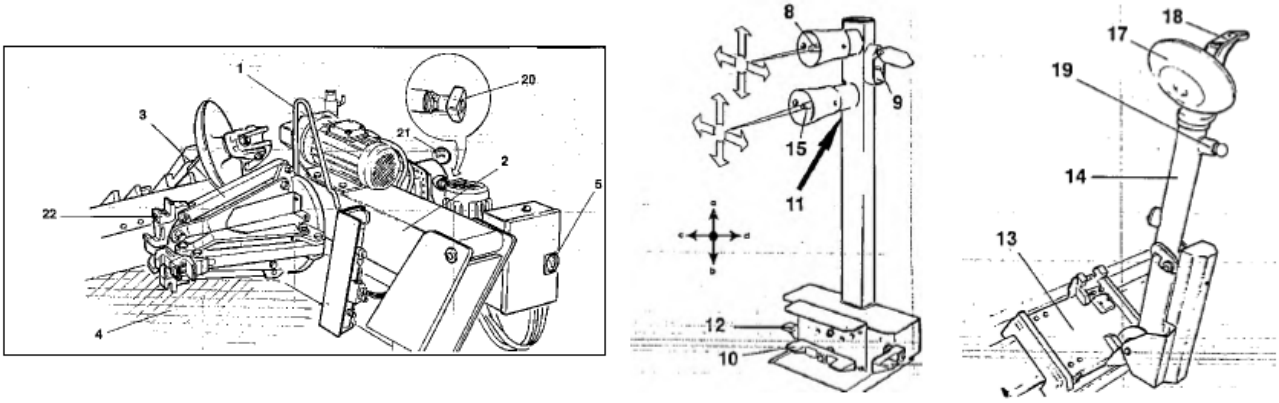
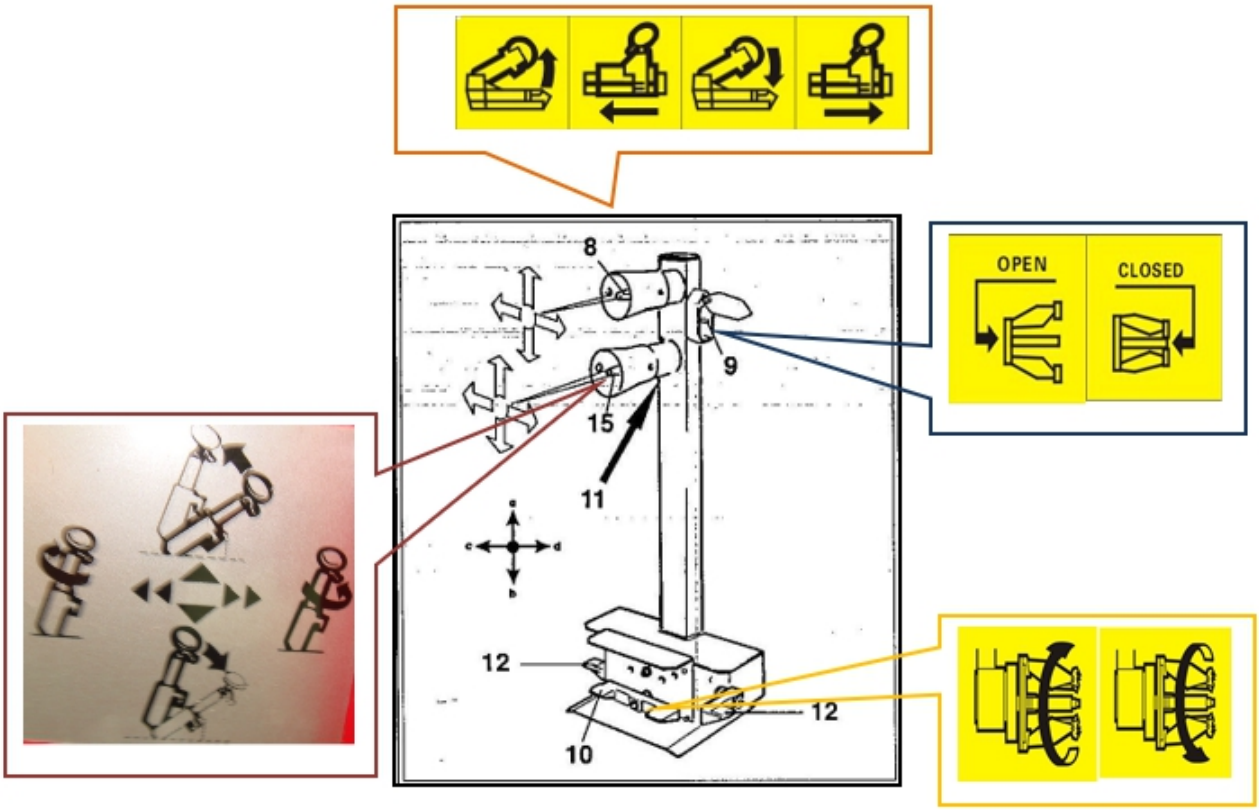

Рис. 11
Рис. 12
Подвижный пульт управления, ПУ, (рис. 12) позволяет оператору работать в любом положении, находясь вблизи приспособления. На подвижном пульте управления расположены следующие элементы управления:
1. ***Верхняя ручка управления (8, рис.12), которая в положении «a»*** поднимает рычаг патрона и в ***положении «b»*** опускает его; в ***положении «c»*** перемещает патрон вправо и рычаг держателя инструмента одновременно (так что они приближаются друг к другу), а в ***положении «d»*** перемещает патрон влево и рычаг держателя инструмента вправо (так что они удаляются друг от друга).
2. ***Нижняя ручка управления (15, рис.12), когда она поднята вверх a,*** переводит рычаг держателя инструмента в нерабочее положение, когда ***опущена вниз b***, рычаг переводится в рабочее положение, когда она в ***левом положении c***, головка инструмента поворачивается на 180° против часовой стрелки, при ***правом положении d***, головка инструмента поворачивается в противоположном направлении и возвращает инструмент в исходное положение.
3. ***Переключатель патрона (9, рис. 12)*** при передвижении вверх – открывает кулачки самоцентрирующегося патрона (БЛОКИРОВКА/LOCKING), а при передвижении вниз, закрывает кулачки самоцентрирующегося патрона (РАЗБЛОКИРОВКА/UN-LOCKING).
4. ***Педаль (10, рис. 12)*** при нажатии на правую или левую сторону – вращает самоцентрирующийся патрон в направлении, показанном стрелками на педали ножного управления.
5. ***Переключатель второй скорости (11, рис.12)*** при нажатии вместе с педалью (10, рис.12) вращает самоцентрирующийся патрон на высокой скорости.
6. ***Педали 2-й скорости (12, рис. 12)*** перемещают самоцентрирующийся патрон и держатель инструмента, закрывают и открывают каретку с высокой скоростью.
1) Переместите нижнюю ручку управления (15, рис. 12) вверх (a), рычаг инструмента (14, рис. 12) должен наклониться в нерабочее положение.
2) Когда рычаг держателя инструмента находится в нерабочем положении, переместите верхнюю ручку управления (8, рис. 12) вверх (a): подвес шпинделя (2, рис.12) должен подняться; переместите ручку вниз (b): подвес должен опускаться.
Переместите ручку влево (c): удерживающий рычаг шпинделя (2, рис. 12) должен двигаться вправо и удерживающий рычаг инструмента (14, рис. 12) влево; двигаясь одновременно, оба рычага должны сближаться,
Повторите эти операции («c» и «d») одновременно нажав одну из двух педалей (12, рис. 12): указанные выше движения должны происходить на высокой скорости.
3) Поверните рычаг переключателя (9, рис. 12) по направлению вверх: кулачки шпинделя должны открыться (3, рис. 11); передвиньте рычаг вниз, и кулачки шпинделя должны закрыться.
4) Нажмите на правую педаль (10, рис. 12): шпиндель (3, рис. 11) должен повернуться по часовой стрелке; нажмите на левую педаль: шпиндель должен повернуться против часовой стрелки.
Потяните рычаг переключателя (11, Рис.12) вниз и повторите описанные выше операции: шпиндель должен двигаться с высокой скоростью.
Передвиньте рычаг переключателя (9, рис. 12) вверх до тех пор, пока кулачки шпинделя не будут полностью выдвинуты.
Удерживайте рычаг переключателя в этом положении (вверху) и удостоверьтесь, что давление, отображаемое на манометре (21, рис. 12) равно 160 бар ±5%.
4) Установите кулачки (22, рис. 12) в закрытое положение, передвиньте колесо на подвижном столе к самоцентрирующемуся зажимному патрону. Управляйте переключателем зажимного патрона (9, рис. 12) для открытия самоцентрирующегося зажимного патрона и фиксирования в ободе колеса.